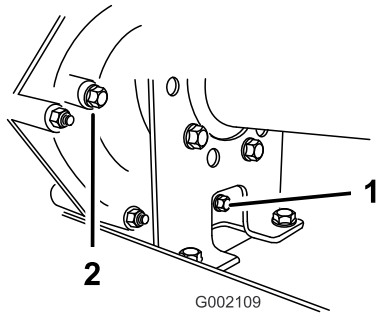
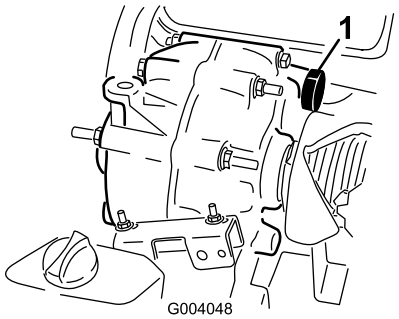

Figur 46
Figur 47
1. Tørk området rundt fyllepluggen med ei fille (Figur 46).
2. Fjern fyllepluggen ved å rotere den mot klokken (Figur 46).
3. Kontroller giroljenivået ved å se inn i åpningen for fyllepluggen (Figur 46).
5. Sett på og stram fyllepluggen og pakningen i fyllepluggehullet til drivverket (Figur 46).
1. Rengjør området rundt fyllepluggen og tappepluggen med ei fille (Figur 46).
3. Fjern fyllepluggen ved å rotere den mot klokken (Figur 46).
4. Fjern tappepluggen ved å rotere den mot klokken (Figur 46).
5. Sett på og stram tappepluggen og pakningen i tappeplugghullet til drivverket (Figur 46).
6. Fyll beholderen (Figur 47) via fyllepluggshullet med ca. 1,4 liter angitt olje eller til oljenivået i drivverket er på linje med bunnen av gjengene (Figur 46).
7. Sett på og stram fyllepluggen og pakningen i fyllepluggshullet til drivverket (Figur 46).
9. Sjekk oljenivået, og fyll på olje hvis nivået er under gjengene i fyllplugghullet (Figur 46).